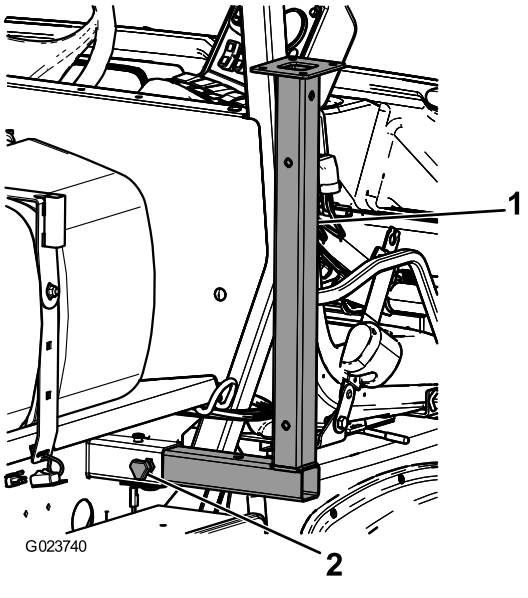

Figur 28
1. Indsæt de forreste donkrafte i rammen med bunden opad ved de forreste bindepunkter (Figur 28).